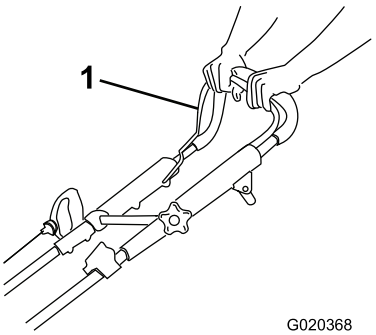

Figur 17
1. Hold knivkontrollkabelen (Figur 17) mot håndtaket.